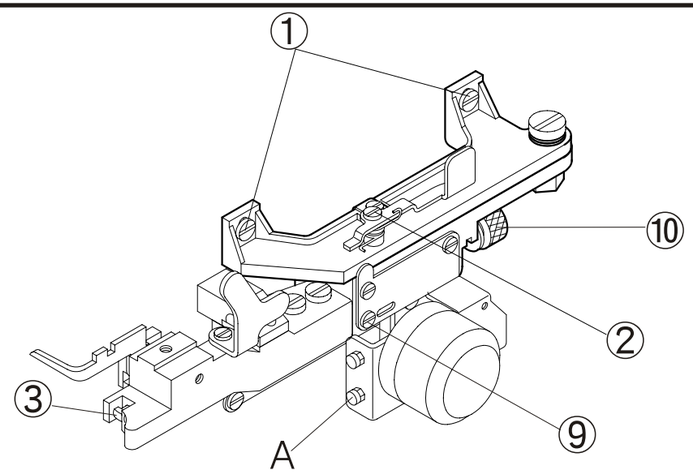
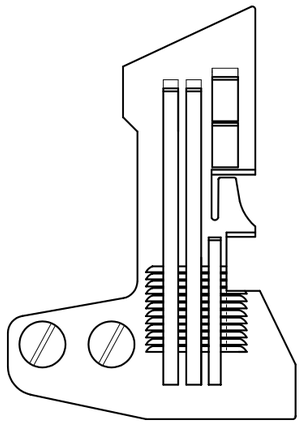
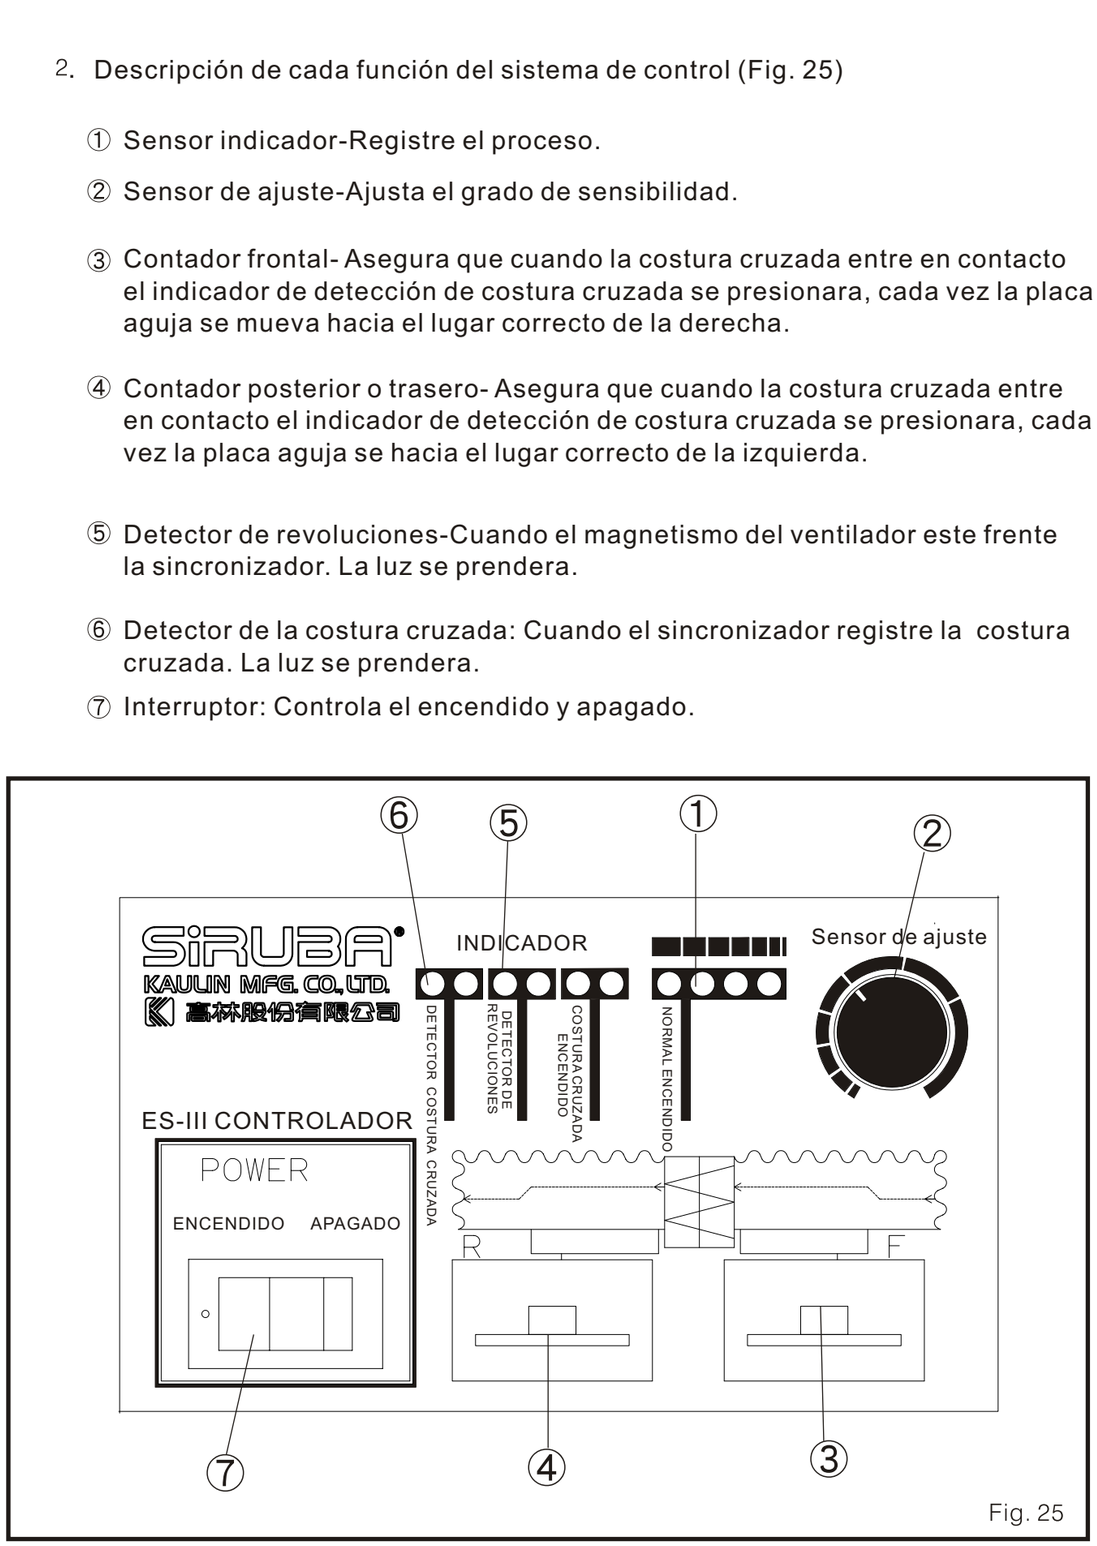

Fig. 22
Fig. 23
Fig. 25
(Fig. 22. Fig. 23)
2. Descripción de cada función del sistema de control (Fig. 25)
① Sensor indicador-Registre el proceso.
② Sensor de ajuste-Ajusta el grado de sensibilidad.
③ Contador frontal- Asegura que cuando la costura cruzada entre en contacto el indicador de detección de costura cruzada se presionara, cada vez la placa aguja se mueva hacia el lugar correcto de la derecha.
④ Contador posterior o trasero- Asegura que cuando la costura cruzada entre en contacto el indicador de detección de costura cruzada se presionara, cada vez la placa aguja se hacia el lugar correcto de la izquierda.
⑤ Detector de revoluciones-Cuando el magnetismo del ventilador este frente la sincronizador. La luz se prendera.
⑥ Detector de la costura cruzada: Cuando el sincronizador registre la costura cruzada. La luz se prendera.
⑦ Interruptor: Controla el encendido y apagado.
3. Proceso para colocar el sincronizador (Fig. 22, Fig. 25)
4. Ajuste de la puntada y prueba de costura (Fig. 22)